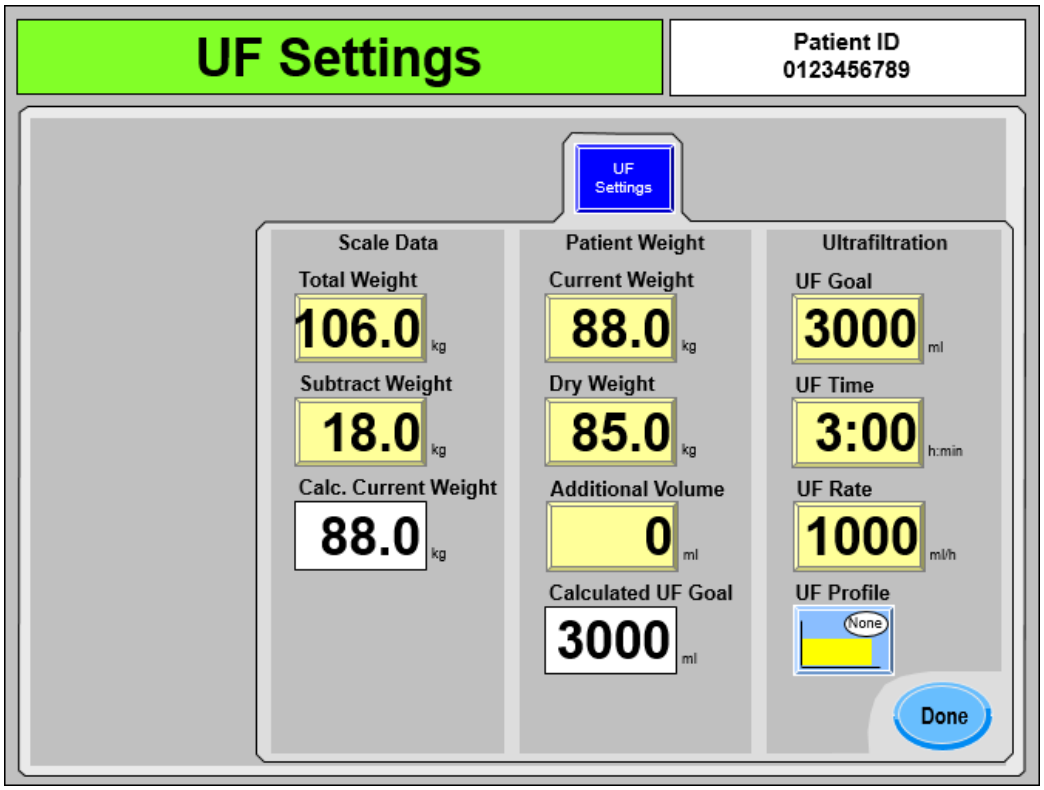

Figure 67 – The Prescription Screen UF Settings Subscreen
Each of the editable dialysate parameters are displayed to the right of the **UF Settings** screen-button. To edit the ultrafiltration (UF) parameters, select the **UF Settings** screen-button. The "UF Settings" screen will be displayed (see Figure 67 below).